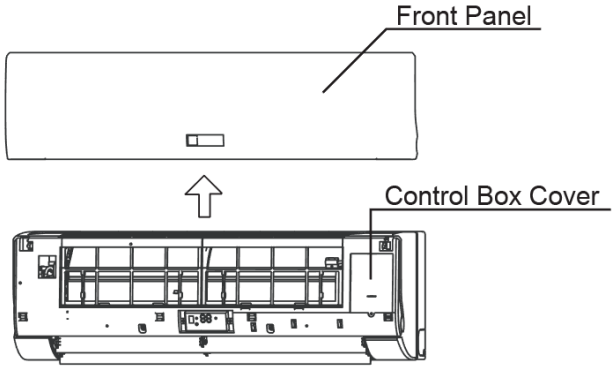

Fig. 11 —Accessing Control Box Cover
1. Lift up the front panel and look for the control box cover as shown in Fig. 11.